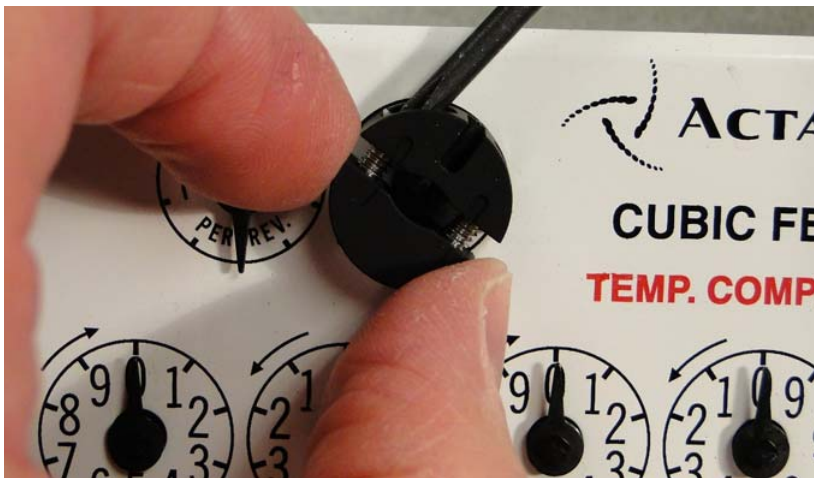

Figure 6 - 8. Thread Screws Into threaded Wheel Half
6. Insert the 0.030 inch thick spacer shim beneath the Front mount dial wheel as shown in Figure 6 - 9. Hold the dial wheel as shown. Tighten each screw a few turns at a time so that the two wheel halves remain parallel with each other. Tighten the screws to 1.2 ± 0.1 inch-lbs. Remove the spacer shim.